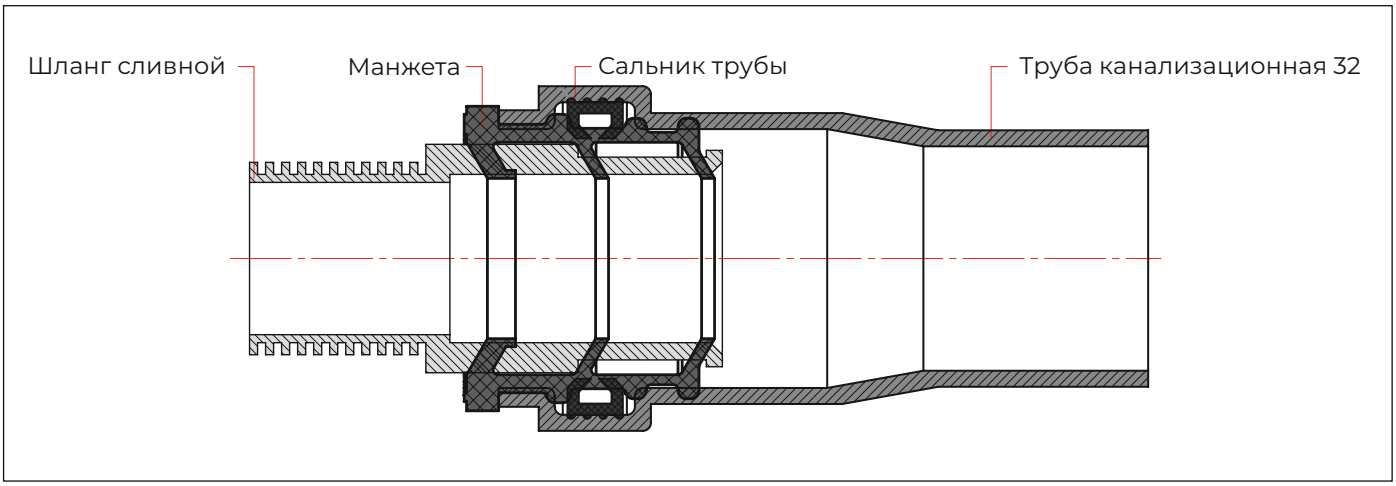
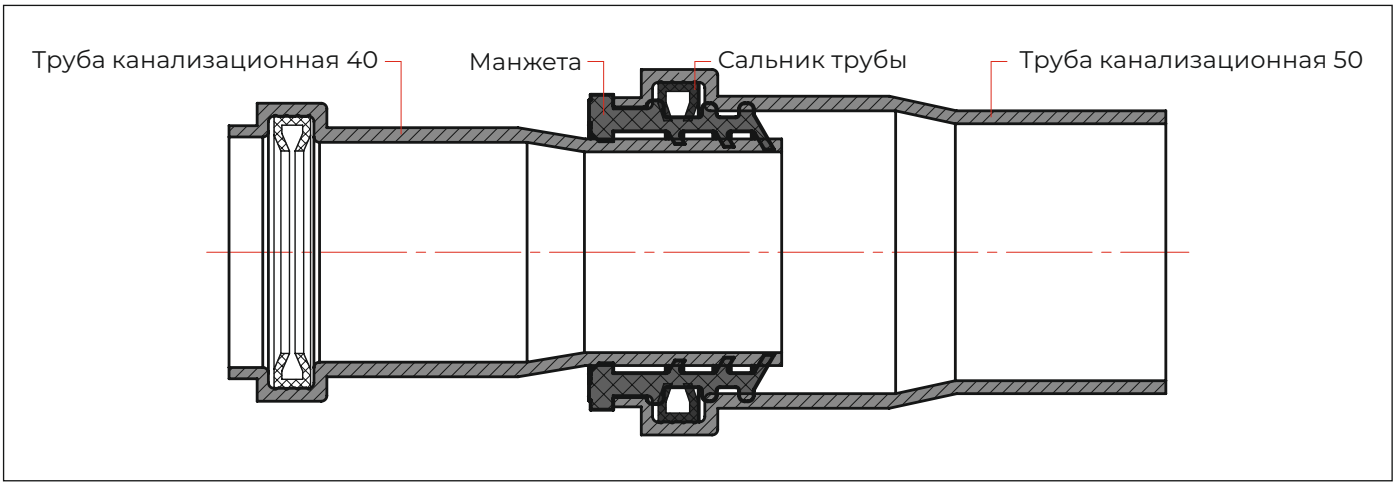

Рисунок 1 – Соединение сливного шланга с канализационной трубой
Рисунок 2 – Соединение канализационных труб разного типоразмера
▶ Далее осуществить установку необходимой трубы или шланга. Монтируемая труба или шланг должны, как минимум, быть вставлены на всю длину манжеты (см. рис. 1 и рис. 2).